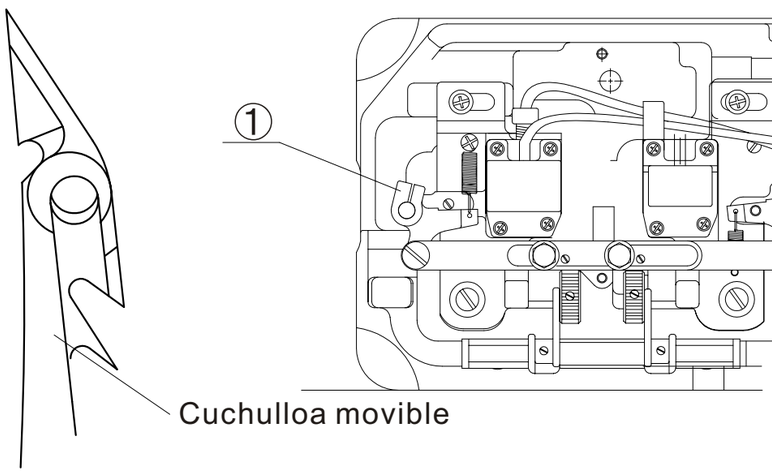

Fig. 26
4. La posición estándar interrelacionada entre la cuchilla movible y el resorte base de la lanzadera es cuando la punta de la mencionada cuchilla esta alineada con la parte posterior del resorte base de la lanzadera. Para ajustarlo, por favor, hágalo después de aflojar los tornillos fijos 1 y 2. (Fig. 26)